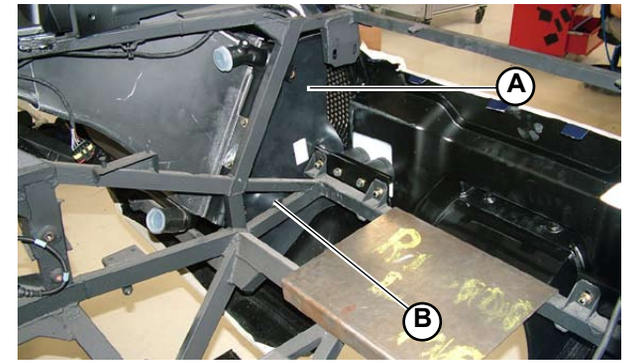

Fig.3
1. Disconnect the plastic panels (**A-Fig.3**) from the chassis by unscrewing the fixing screws (**B-Fig.3**) (one screw for each panel).